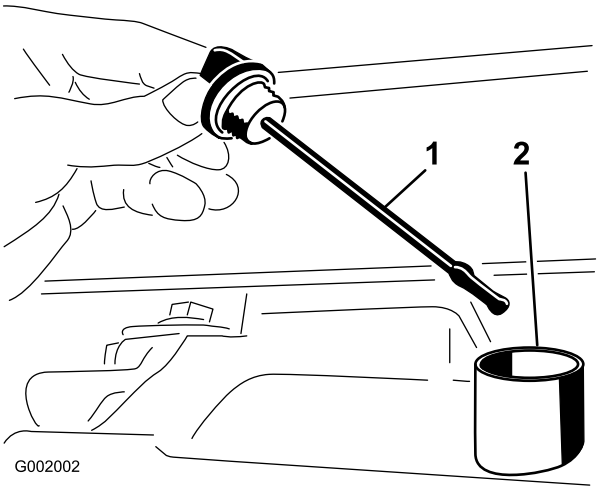

Figur 65
2. Fjern målepinden fra gearkassen, og aftør den med en ren klud (Figur 65).